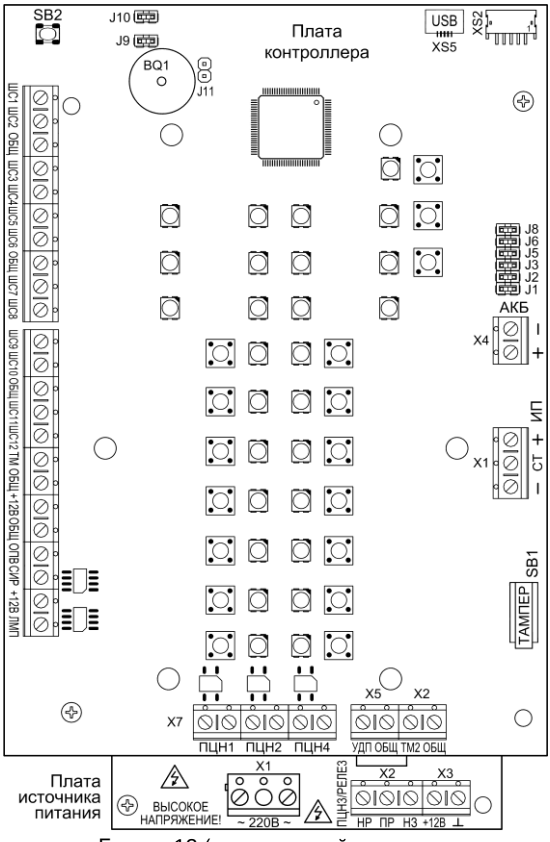

Рис.1 Плата контроллера Гранит-12 (вид со снятой панелью индикации и управления) и плата источника питания (видимая часть)
Прибор состоит из корпуса и съёмной крышки. В корпусе расположены плата контроллера, плата источника питания (рис.1) и плата IP регистратора, подключенная к плате контроллера жгутом САОП.685621.046. На плате контроллера установлена панель индикации и управления (рис.2).
3.1 На плате контроллера (рис.1) расположены следующие элементы:
3.3 На плате источника питания (рис.1) расположены следующие элементы: